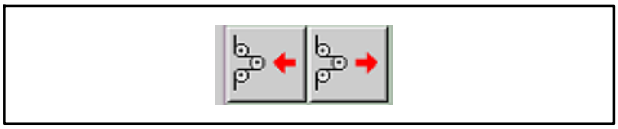

Fig. 86 Bouton tactile Rouleau danseur (côté enrouleur)
3. Effleurer le bouton tactile Rouleau danseur (Fig. 86) jusqu'à ce que les rouleaux danseurs soient bien accessibles côté enrouleur
9. Effleurer le bouton tactile (Fig. 86) jusqu'à ce que le rouleau danseur soit en position centrale côté enrouleur